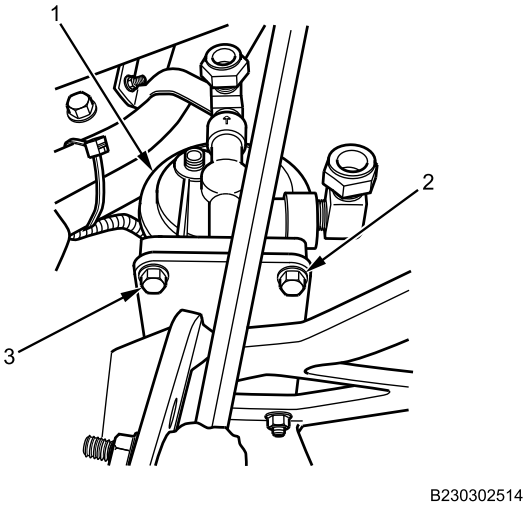

Figure 2. Fuel/Water Separator Assembly.
3. Remove fuel/water separator assembly mounting bolts (Figure 2, Item 3) and lockwashers (Figure 2, Item 2 and 3) from fuel/water separator assembly (Figure 2, Item 1). Discard lockwashers.
4. Note position of fuel/water separator (Figure 2, Item 1) and hoses and move aside.